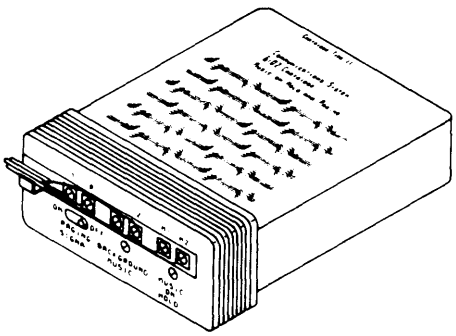

Figure 4
3. Take each wire from the output of the music source and loop it clockwise around a terminal screw (Figure 4). Again, it is not critical which wire goes to “M1” and which goes to “M2”.